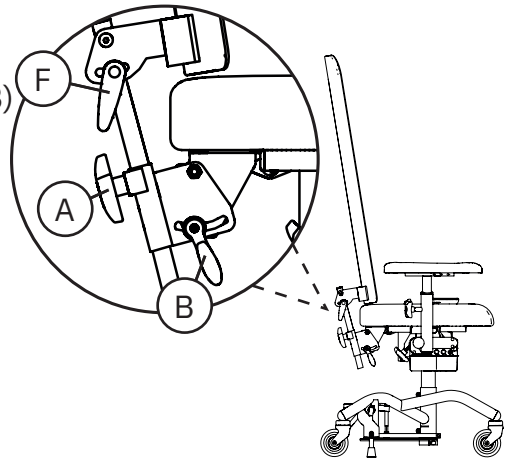

Figur 5.10. Høy gjennomsiktig ryggstøtte.
Med ryggmekanisme Standard røntgen kan ryggstøtten justeres i høyden (A), og vinkelen på ryggmekanismen (B) kan også justeres. Ryggstøtten har også justerbar vinkel (F), se figur 5.10.